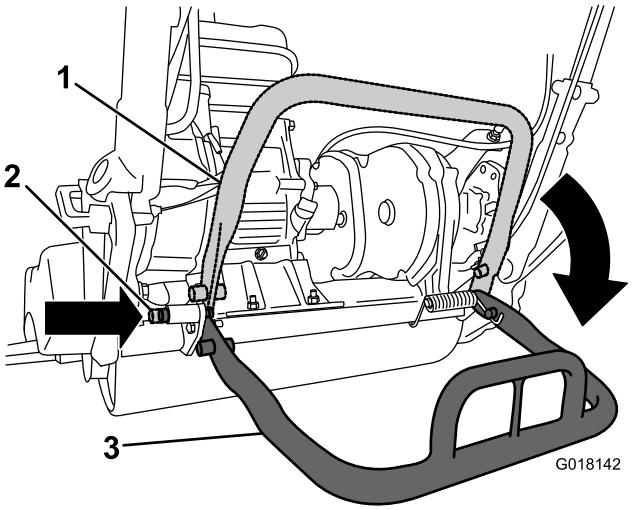

Figuur 21
- Om te voorkomen dat de eenheid achterover kantelt bij het verwijderen van de messenkooi moet u de kickstandaard laten zakken en de borgpen indrukken om de kickstandaard in de onderhoudsstand te borgen (Figuur 21).